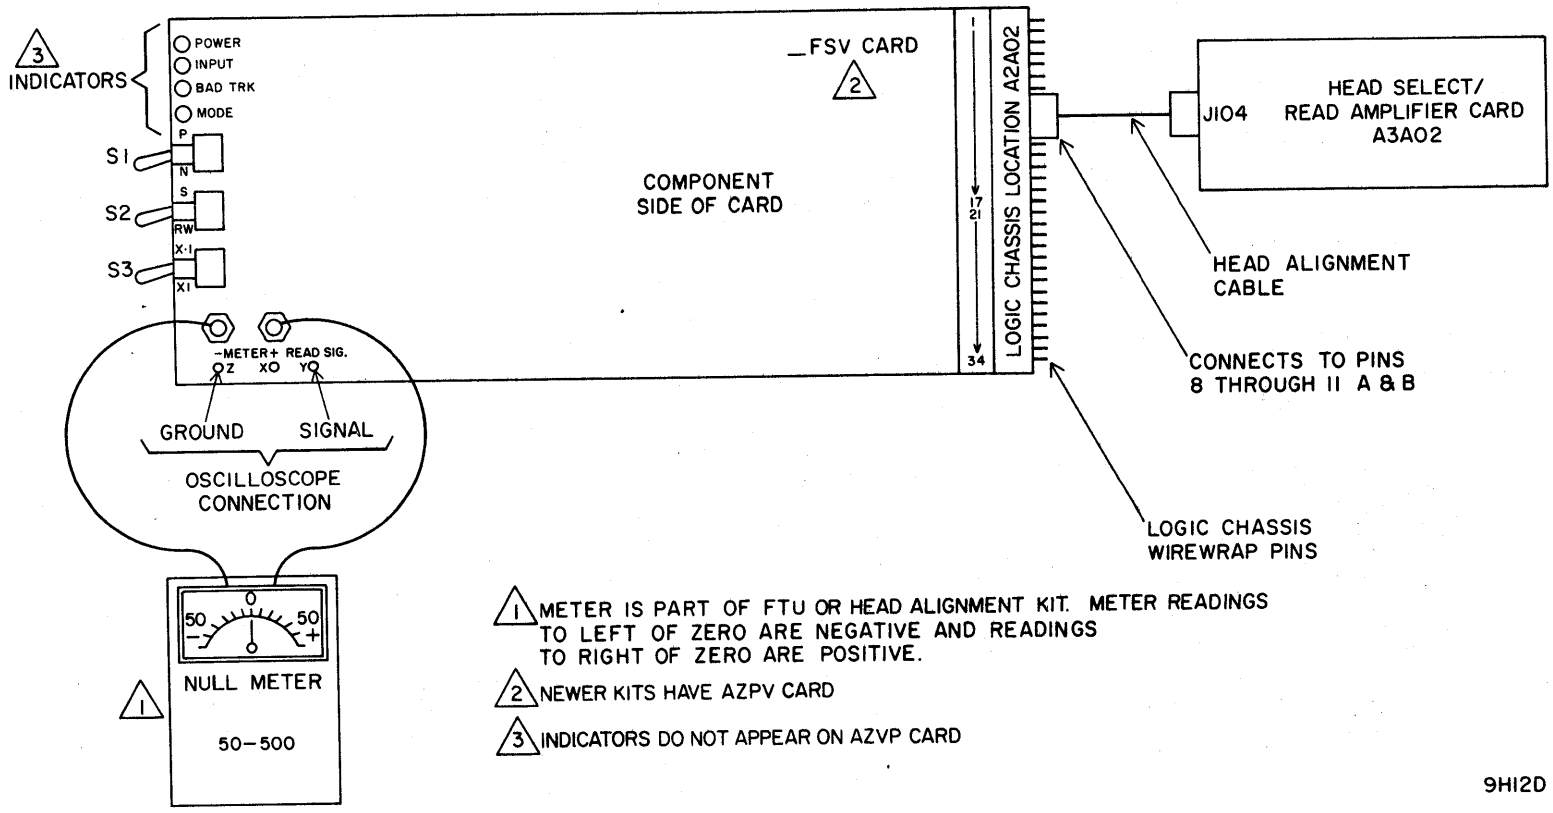

Figure 2-13. Head Alignment Setup
8. Connect meter cables between head alignment card and FTU null meter. (Refer to figure 2-13).
4. Observe dibit pattern on oscilloscope. It should be similar to that shown on figure 2-13.
c. Observe oscilloscope and adjust head to obtain balanced dibit pattern. Pattern is balanced when point A amplitude equals point B and point C equals point D (see figure 2-13).